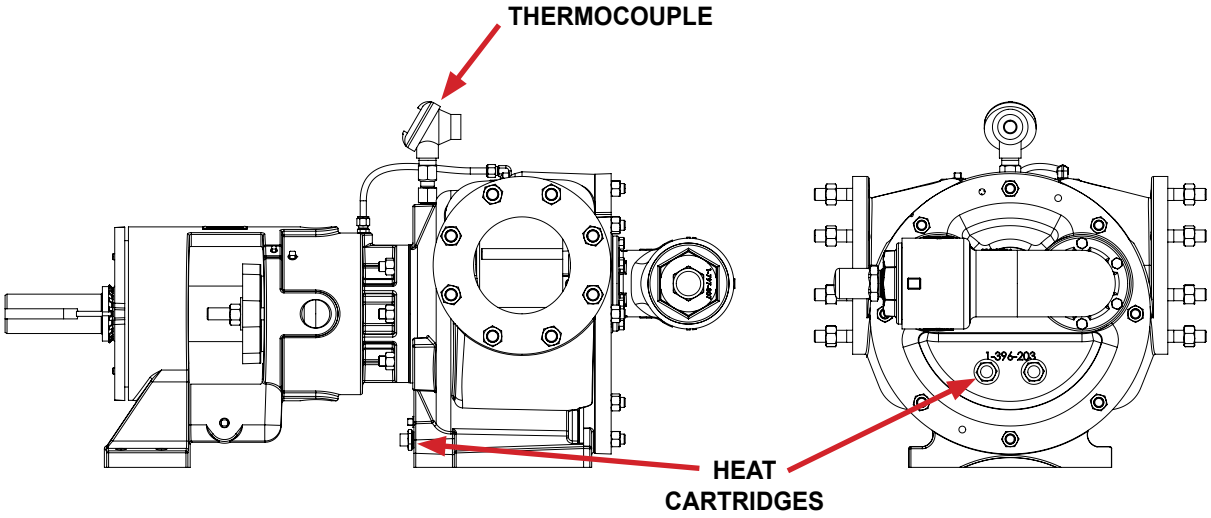

FIGURE 13 - HEAT CARTRIDGE AND THERMOCOUPLE LOCATIONS
2. Coat the threads of the heat cartridge with an anti-seize compound prior to installation. Install heat cartridges into the tapped ports on the head and bracket in the locations shown in **Figure 13** below. **Figure 13** also shows the location for the thermocouple. The number of heaters used and the total wattage for each pump size is given in Table 1 below. ¾" heat cartridges should be tightened to 20 ft-lbs.
8. The thermocouple or temperature probe must be installed in the bracket location shown in **Figure 13** below. Any other location may result in localized over or under heating.